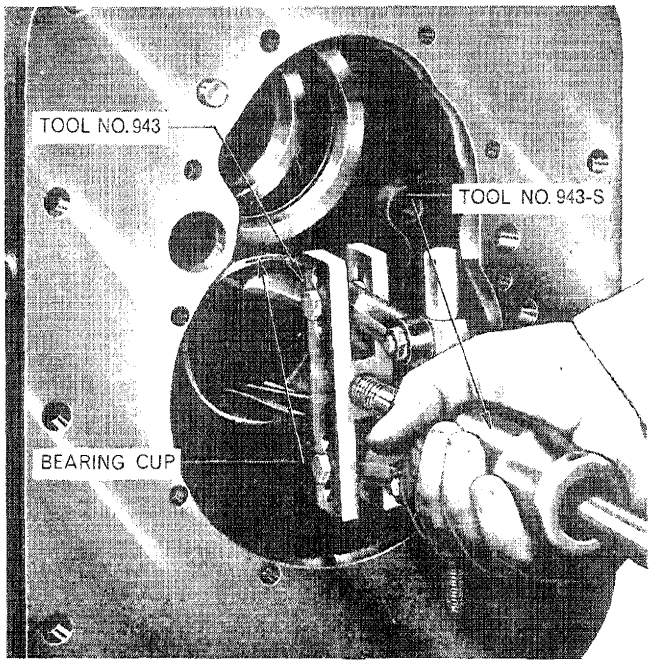

Figure 84
6. Inspect the main countershaft rear bearing cup situated in the transmission case. If damaged, remove using Tools Nos. 943 and 943-S, Figure 84. Install a new bearing cup using Tool No. 630-17 and a suitable drift and hammer.